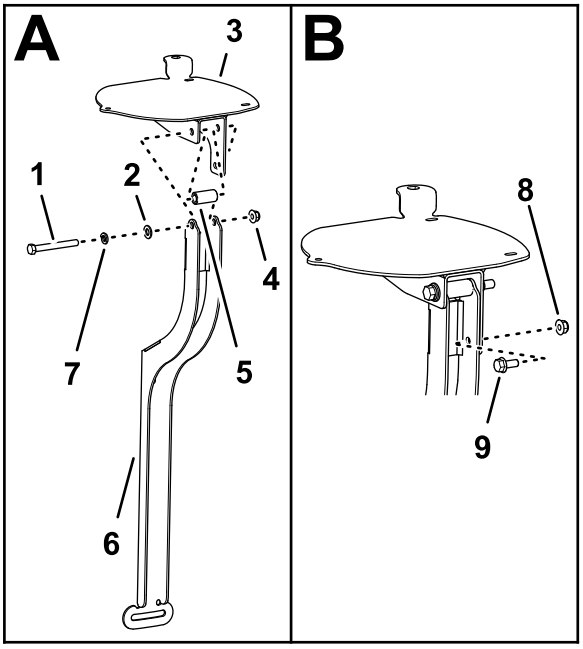

Figur 153
1. Innrett hullene i navigasjonsmottakerplaten, avstandsstykket (3/8 x 1 tomme) og mottakerfestet (Figur 153).
2. Monter mottakerplaten og avstandsstykket til festet med en bolt (3/8 x 3 1/4 tomme), låseskive (3/8 tomme), skive (3/8 x 13/16 tomme) og flenslåsemutter (3/8 tomme), som vist i Figur 153.
3. Monter flenshodebolten (5/16 x 3/4 tomme) og flenslåsemutteren (5/16 tomme) gjennom den lille hullet i mottakerfestet og slissen i mottakerplaten (Figur 153).